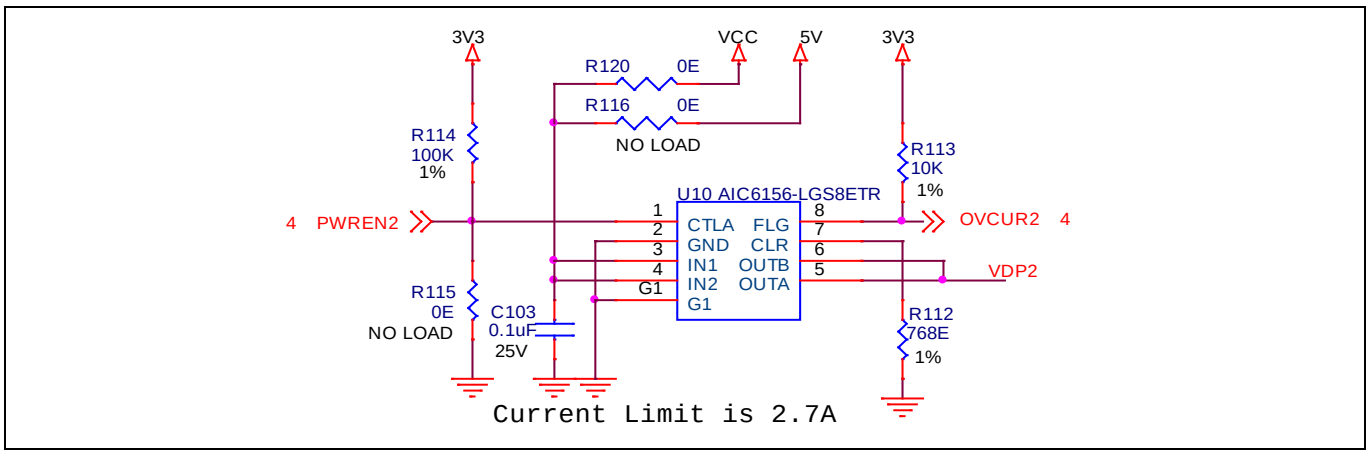

**Figure 11 HX3PD の DS2 ポートとの電源スイッチ接続**
OCP は、電力スイッチを使用して非 PD ポート (DS2 から DS7) に実装されています。電力スイッチにおいて、電流制限はポート設定に基づいて設定する必要があります。例えば、DS ポートがバッテリ充電仕様 v1.2 のみをサポートするように設定されている場合、電力スイッチの電流制限は 1.5 A に設定する必要があります。ポートが 2.4 A の Apple 充電をサポートしている場合、電力スイッチは最大 2.4 A を供給できる必要があります。HX3PD では、DS ポート 2 ～ 7 は BC v1.2 と Apple 充電規格の両方をサポートします。したがって、これら両方の充電規格をサポートするために、電力スイッチには 2.7 A の電流制限が設定されています。インフィニオンのリファレンスデザインでは、Figure 11 に示すように、Analog Integrations 社の AIC6156 電力スイッチを使用しています。
- 電力スイッチはオープンドレイン設定なので、過電流 (OVCURx) 出力ピン (FLG) にプルアップ抵抗を配置します。プルアップ抵抗の推奨値は、Figure 11 に示すように 10 kΩです。